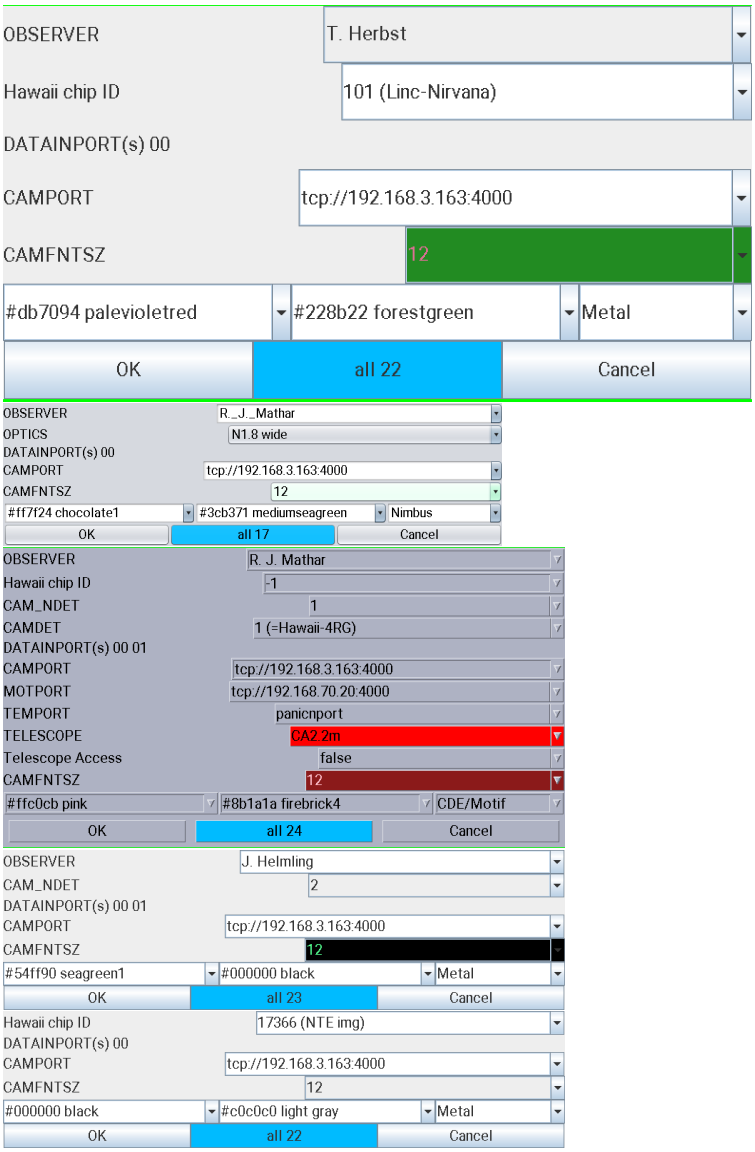
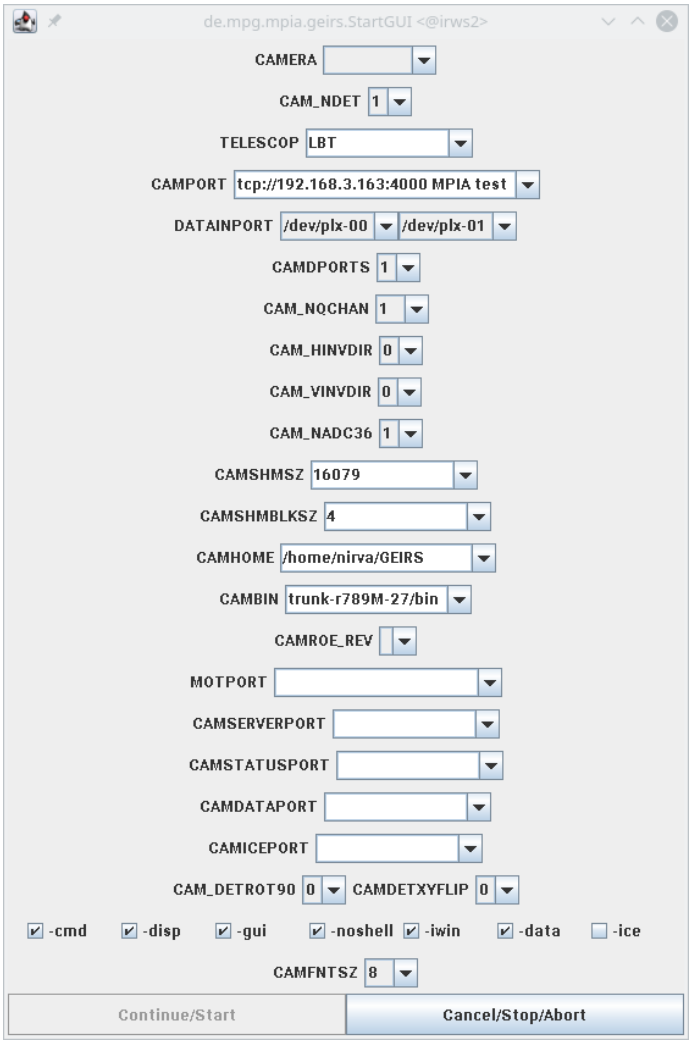

Figure 6: Startup screen to start GEIRS. Which of these layouts appears depends on the instrument.
Figure 7: Engineering startup with `geirs_start`.
2. modifications of the environment variables by the engineering GUI in Figure 7;
4. modifications of the availability of subsystems (simulation) defined in the GUI in Figure 6;
If no command line option is used,four of them are implicitly activated. If the `-iwin` option was present (explicitly or implicitly), it commences with the start-up screen of Figure 6. The controls and/or the image GUI will be opened depending on the presence of the options `-gui` and/or `-disp`. The command server is started depending on the presence of the option `-cmd`. The `-gui` option works only if the command server is either started here or already running. The data server is started depending on the presence of the option `-data`. The real-time display requires that the data server is run.
Some parameters may be edited in Figure 6 at this time:
The GUI in Figure 6 allows essentially to move subsystems into simulation mode. If you are not satisfied with some of the selectable parameters, you need to start from scratch, either with Figure 7 or by explicitly setting the shell variables before using the start-commands of Section 4.1.
The GUI in Figure 6 uses a countdown of 20 seconds, where the remaining time is indicated in the label of the `all` button. If no button is pressed to change the configuration within that time interval, it will continue to start (or fail to start) GEIRS with the currently selected set of parameters.[30]
After you press `all` in Figure 6, the subsystems (most noticably the ROE) are initialized and the GEIRS window of Figure 8 will appear. At that time all (recent) instrument patterns send commands to the ROE which switch most of the ROE's LED's off. The LED's of the network card of the ROE cannot manipulated by these software means (and must be taped to shield their light).
If some subsystems of GEIRS, like the ROE, the Motors or the Telescope are set to the simulation state in Figure 6, some parts of the GUIs described in this manual display yellow backgrounds in menus to provide a visual warning that the corresponding section of the action or information is in some state of software emulation/simulation.
which pops up similar to Figure 7. This allows *experienced* users to edit many parameters on a finer level without editing the `geirs_start_gen` script, but at a higher risk of starting GEIRS with modes that are not supported.
The program scans (pings) a list of fixed ROE IP addresses and puts those that seem to be online into the selector for the `CAMPORT`. It puts subdirectories of `CAMHOME` that look like compiled GEIRS versions into the `CAMBIN` selector. If the `Continue/Start` button is pressed, the program sets some of the environment variables mentioned in Section 3; labels in the GUI and environment variables correspond to each other. Then it calls the shell script `scripts/geirs_start_gen` with the options set in the third but last line of Figure 7. See Section 5.5 for the meaning of the `geirs_start_gen` options. The principal rationale for having this GUI is that one can